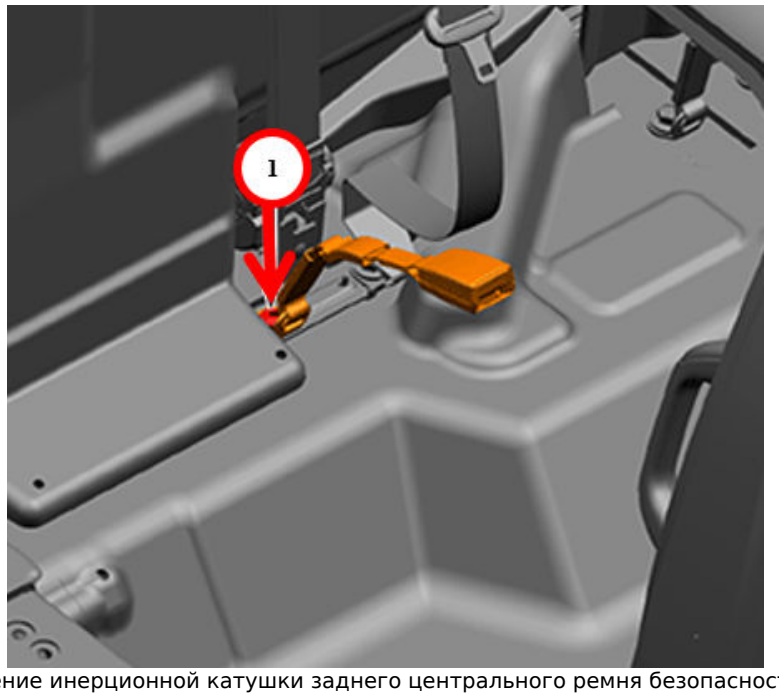

Рис. 2. Нижнее крепление инерционной катушки заднего центрального ремня безопасности; 1 — болт нижнего крепления
3. Снять и утилизировать нижний крепёжный болт инерционной катушки заднего центрального ремня безопасности; отвести катушку в сторону (рис. 2).
32. Нанести фиксатор резьбы Loctite на НОВЫЙ болт крепления инерционной катушки заднего центрального ремня безопасности. Установить и затянуть болт с предписанным моментом (рис. 2). Норматив см. DealerCONNECT / Service Library → Service Info → 10 — Restraints / Technical Specifications.